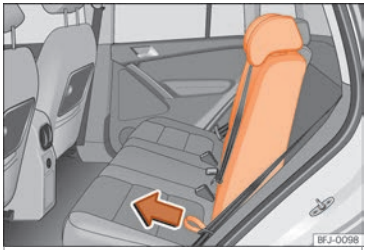

Fig. 155 Ribaltare e sollevare lo schienale del sedile posteriore.
• Tirare la maniglia flessibile ››› **fig. 155** in avanti nella direzione indicata dalla freccia, sostenendo al tempo stesso lo schienale del sedile e ribaltandolo lentamente in avanti ››› ⚠.